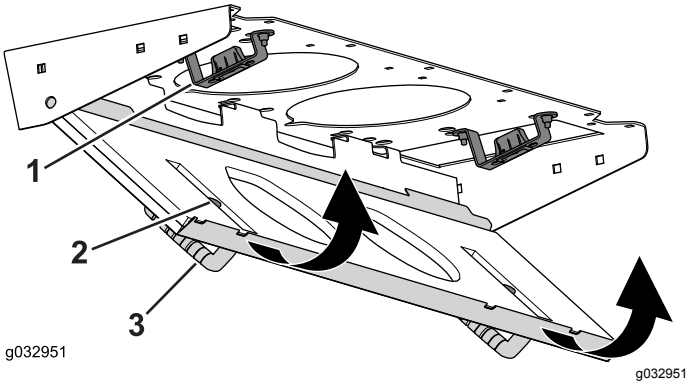

Figur 137
4. Vrid filterenheten runt flikarna tills spärren låser fast i spärrenheten (Figur 137).